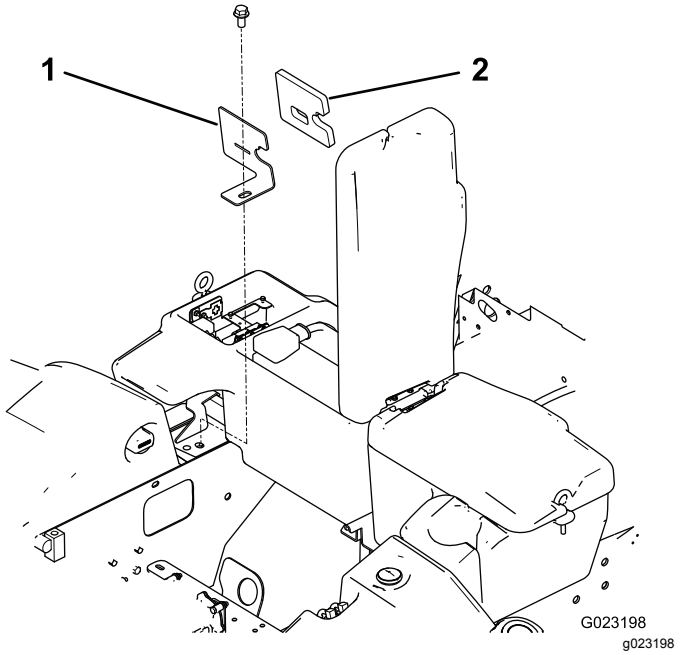

Figure 23
1. Remove the flange-head screw securing the compartment clamp and seal to the traction unit (Figure 23).
6. Install the compartment clamp and seal to the traction unit with the flange-head screw (Figure 23).